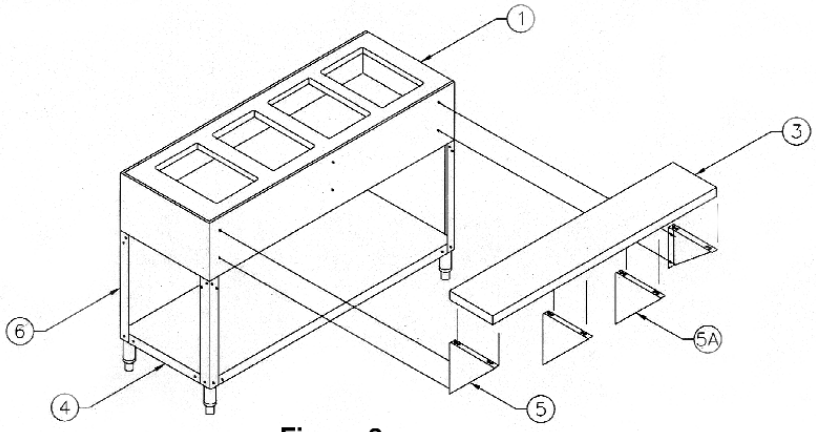

Figure 3
7. Attach cutting board support brace (item 5) to the body with 1/4 - 20 screws (item 8) to threaded holes that are provided. (Figure 3)
8. Attach cutting board (item 3) to the cutting board support brace with the 1/4 - 20 thumb screws (item 10) and the 1/4 washers. (item 13)
9. Use the nylon x-mas tree plugs (item 12) to cover the bracket holes that are not used after assembly has be completed.